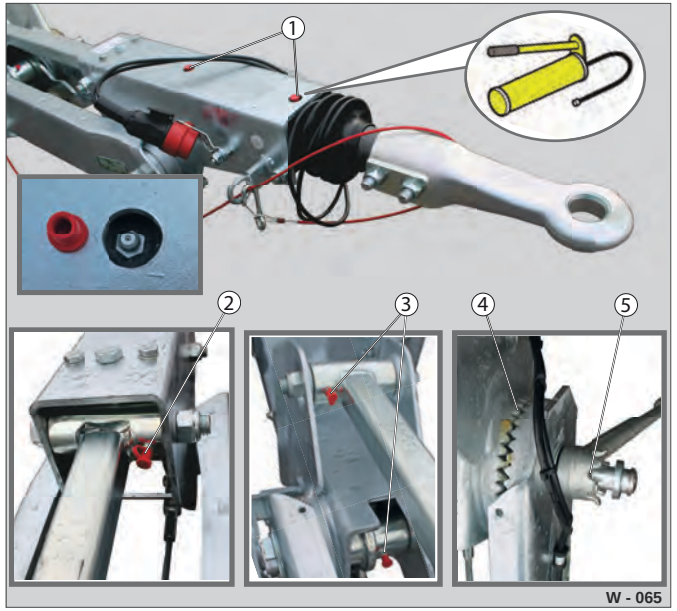

Fig. 51 Højdeindstillelig trækstang: Smøresteder
- ▶ Smør påløbsanordningen ved hjælp af en fedtpresse på de øverste smørenipler (Fig. 51 /1).
- ▶ Løsn låsestangen (Fig. 51 /5), og smør gevindet.
- ▶ Smør alle lejesteder (Fig. 51 /1,2,3) på smøreniplerne.
- ▶ Smør fortandingen (Fig. 51 /4) med fedt.